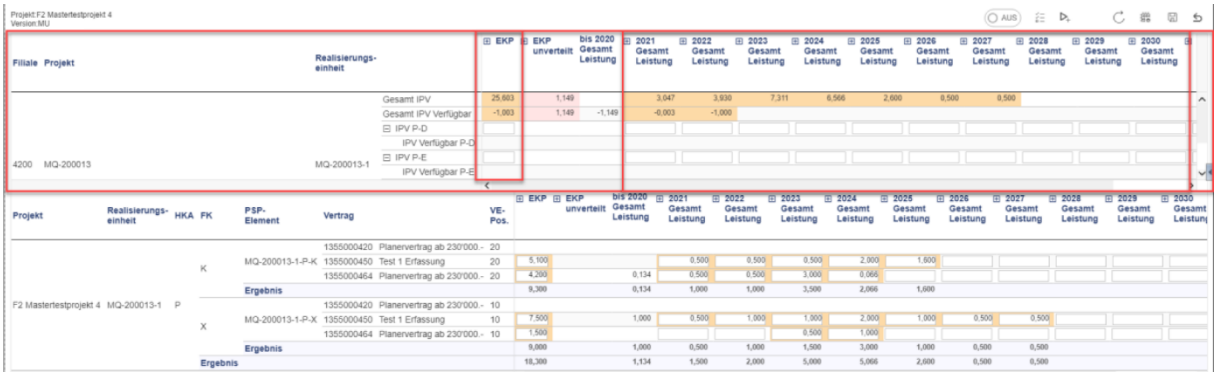

Figura 20 – Visualizzazione dell'IPV
9. Pianificare il contratto di pianificazione iniziale IPV (cfr. Figura 20)